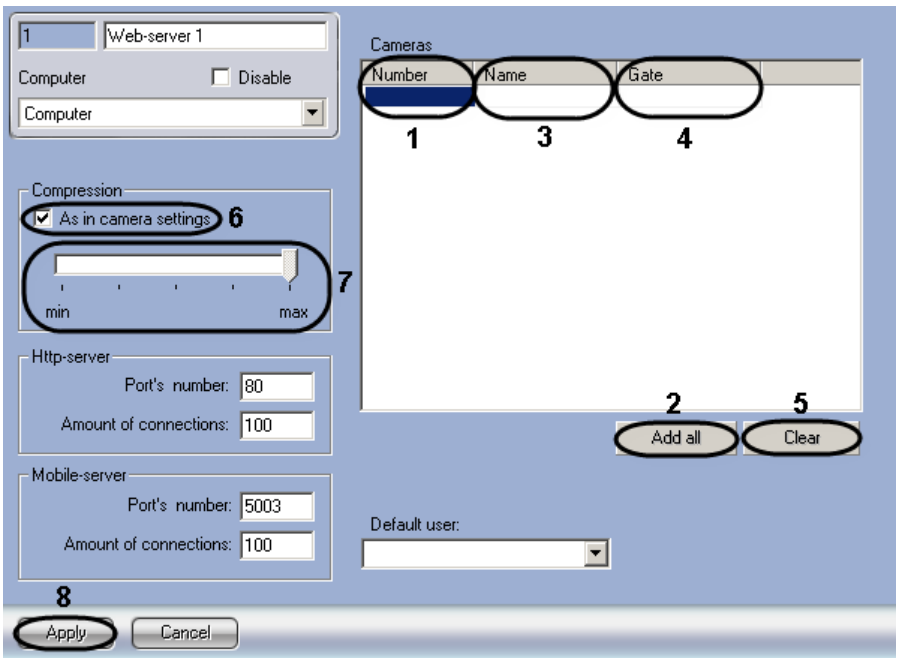

Figure 8.16-4 Selecting and configuring cameras for displaying on the Web-server home page
1. Go to the settings panel for the "Web-server" object (Figure 8.16-4).
2. Select the number of the required camera in the dropdown list of the “Cameras” table (Figure 8.16-4, 1).
Note. To select all the cameras registered in the system, click the “Add all” button (Figure 8.16-4, 2).
3. As a result the name of the selected camera is automatically displayed in the “Cameras” table (Figure 8.16-4, 3).
4. If video that is displayed on the Web-server home page is received from the videogate, then select the “Videogate” object in the “Gate” dropdown list (Figure 8.16-4, 4).
Note. To clear the “Cameras” table click the “Clear” button (Figure 8.16-4, 5).
6. By default, the compression level of video signal sent to the Web-server surveillance monitor is the same as it was before the signal was recorded to disk and transferred over the network (the “As in camera settings” checkbox is set) (Figure 8.16-4, 6).
7. To change the compression level of video signal, set the “As in camera setttings” checkbox unchecked and then set the “Compression” slider into the position corresponding to the required compression level (Figure 8.16-4, 7).The “Min” position of the slider corresponds to minimal compression level of video signal, the “Max” position - to maximum one.
8. To save the changes, click the “Apply” button (Figure 8.16-4, 8).